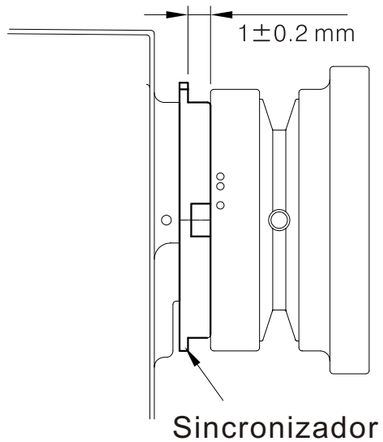

Fig. 7
6. Ensamble la rueda de la cinta, por lo que el primer tornillo debe estar ajustado en la ranura del eje central. Para esta posición, revise la figura 7. El espacio desde el lado del sincronizador y el lado de la polea debe ser 1+-0.2 mm. (Fig. 7)